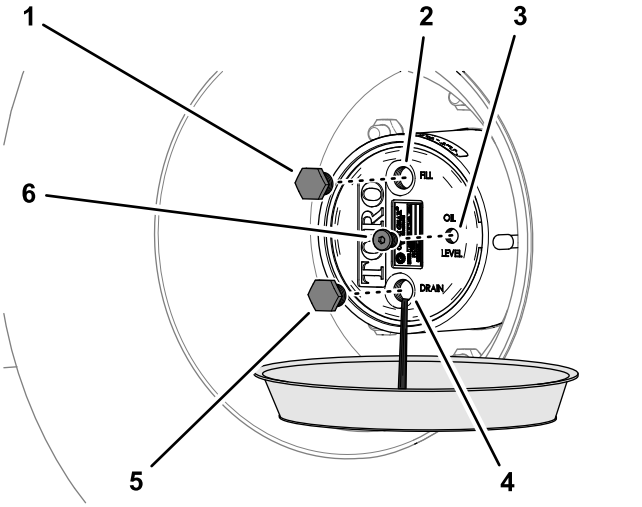

Bild 94
2. Stellen Sie eine Auffangwanne unter die Nabe des Planetengetriebes, entfernen Sie die Ablass-, Füll- und Prüfschraube und lassen Sie das Öl vollständig ablaufen (Bild 94).